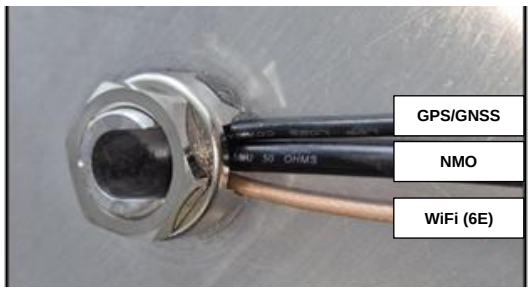

Figure 2. Bottom View Installation, Low Profile Cable Exit
9. Gently pull cables downward, then horizontally into the cable relief slot as shown in **FIGURE 2**. **NOTE:** It may help to temporarily tape the cables to the bottom side of the mounting surface in order to hold them in the slot location until the nut is completely fastened with proper torque.
10. Attach and thread the Lock Washer-Nut to the threaded stanchion using hand torque only until toothed lock washer stops against the bottom side of the mounting surface. **See FIGURE 2**.